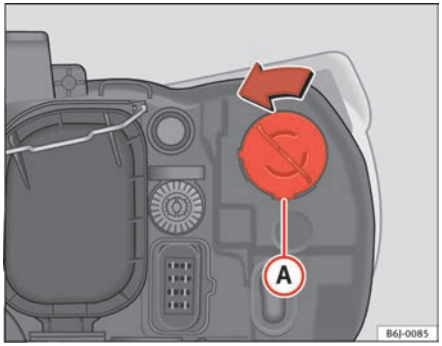

Fig. 144 Indicator light
– Rotate the lamp holder ⇒ fig. 144 (A) to the left and pull it.